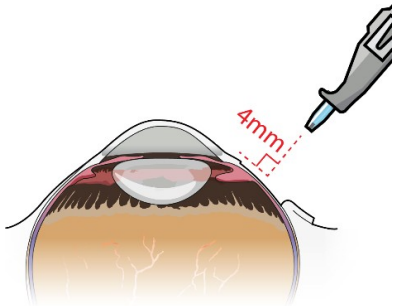
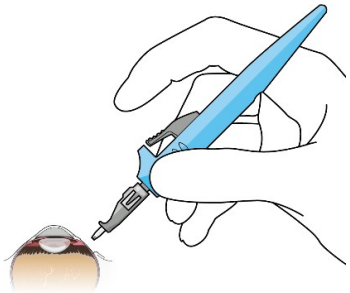

Figure 37
Figure 38
- Slowly insert the implant through the sclero-pars plana incision perpendicular to the globe (Figure 37 and Figure 38).